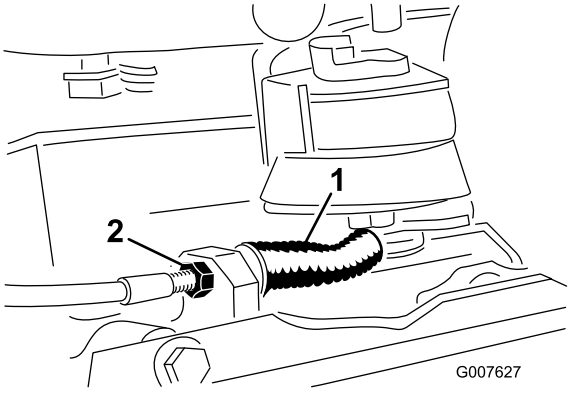

Figur 27
3. Öka kabelspänningen genom att lossa kabelns främre kontramutter och dra åt dess bakre kontramutter (Figur 27) tills en kraft på 2,3 till 3,2 kg krävs för att ansätta bromsen. Mät kraften vid spakknoppen. Justera inte för mycket så att bromsremmen släpar.